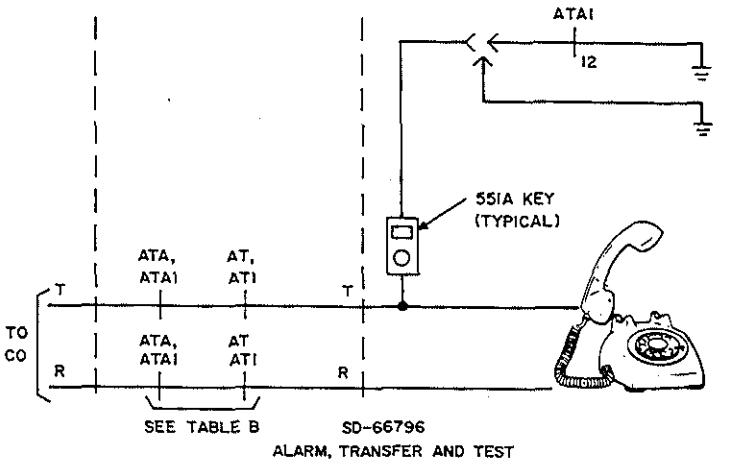

FIG. 2
No → [5] Check for dirty or misaligned contacts [FIG. 2 and TABLE B]
No → [7] With station off-hook, verify that operated key applies ground to tip (T) of line [FIG. 2, and TABLE B]